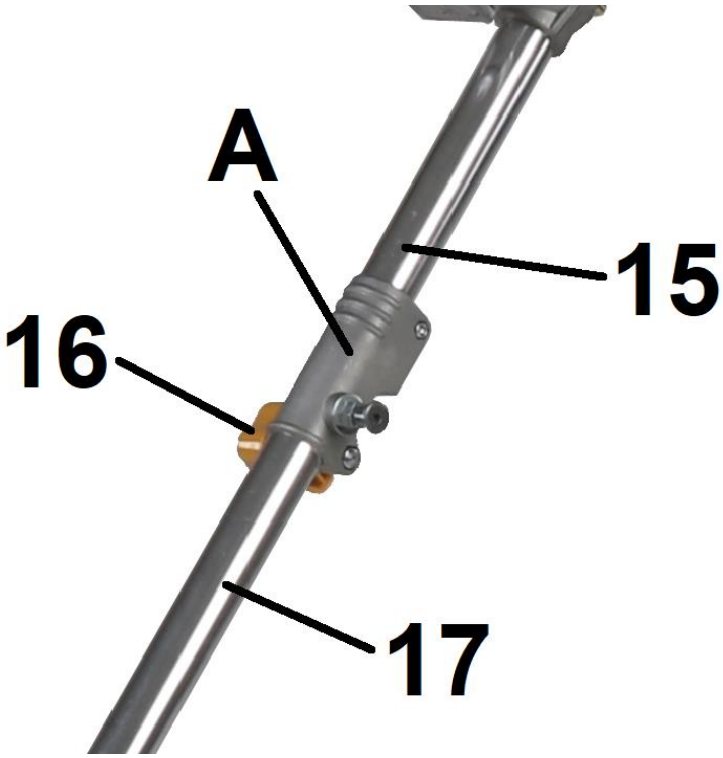

Rys. 3
1. Poluzuj nakrętkę motylkową złącza mocującego (Rys. 3, poz. 16) na zespole napędowym/ na rurze (Rys. 3, poz. 15).
2. Następnie zamontuj rurę dolną (Rys. 3, poz. 17) do rury (Rys. 3, poz. 15) umieszczając ją w łączniku mocującym (Rys. 3, poz. A)
3. Dokręć nakrętkę motylkową (Rys. 3, poz. 16).